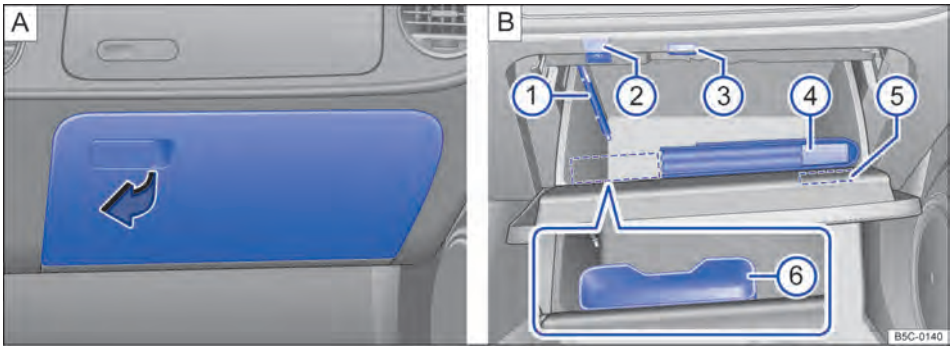

Fig. 98 No lado do passageiro dianteiro: A: abrir o porta-luvas inferior, B: porta-luvas aberto.
Para *abrir*, puxar a alavanca no sentido da seta ⇒ Fig. 98 **A**.
O porta-luvas destina-se à acomodação da literatura de bordo ⇒ Fig. 98 **B** ④.
No porta-objetos se encontra um suporte para um lápis ⇒ Fig. 98 **B** ①.
Na tampa do porta-objetos se encontra um suporte para um bloco de notas ⇒ Fig. 98 **B** ⑤.
No porta-objetos, dependendo da versão, pode se encontrar o botão para o indicador de controle dos pneus ⇒ Fig. 98 **B** ② ⇒ Página 199.
No porta-objetos pode haver a entrada multimídia (MEDIA-IN) instalada de fábrica ⇒ Fig. 98 **B** ③ ⇒ caderno *Rádio* ou ⇒ caderno *Sistema de navegação*.
No porta-objetos, dependendo da versão, pode-se encontrar um porta-óculos ⇒ Fig. 98 **B** ⑥. Em vez do porta-óculos, pode ser encontrado um suporte para dispositivos multimídia, por exemplo, para um iPod.